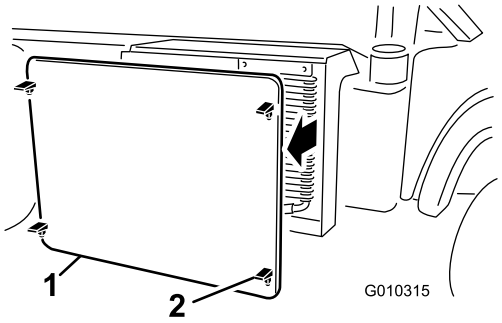

Figur 57
2. Løsn og fjern kølergitteret foran på køleren (Figur 57).